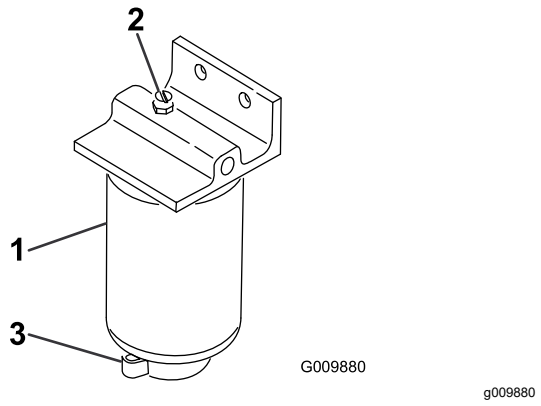

Figuur 53
3. Draai de aftapplug onder de filterbus los (Figuur 53).
2. Reinig de omgeving van de plaats waar de filterbus wordt gemonteerd (Figuur 53).